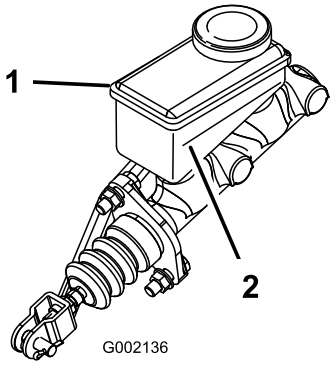

Figur 18
3. Se på siden av beholderen for å se væskenivået (Figur 18).
B. Hell DOT 3-bremsevæske i beholderen til væskenivået er over minimumslinjen (Figur 18).
5. Sett på gummipluggen på toppen av dashbordet (Figur 18).